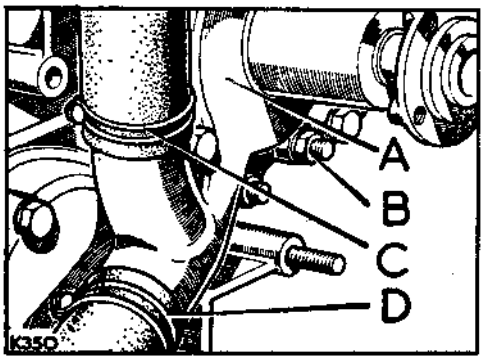

**Fig. A1-44. Water pump and hose fixings**
2. Refit the water pump and connect the coolant hoses, referring to Fig. A1-44. The water pump $\frac{5}{16}$ in. UNF fixing bolts are of differing lengths and care should be taken to locate them correctly.